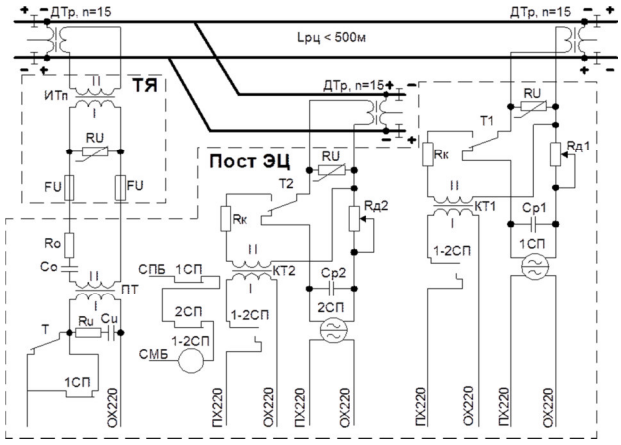

Рисунок 3 – Схема рельсовой цепи
1. Дана схема рельсовой цепи (Рис. 3). Определить еѐ тип в зависимости от вида рельсовой линии;